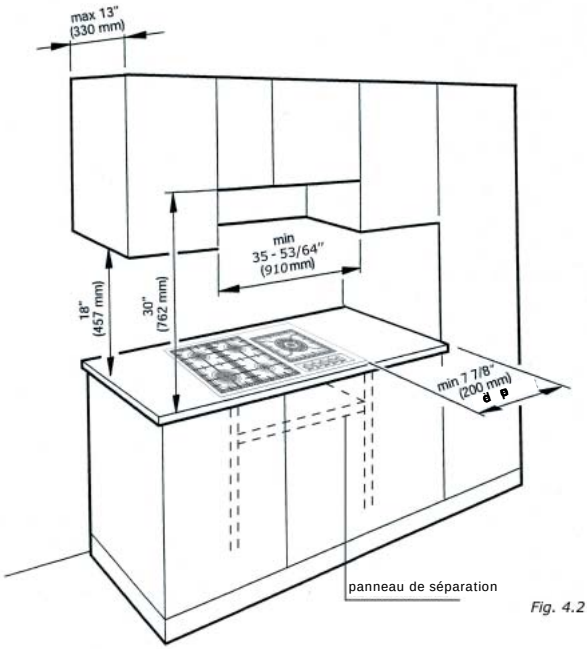

Fig. 4.2
4. Un panneau de séparation sera installé sous la table de cuisson comme indiqué à la figure 4.2